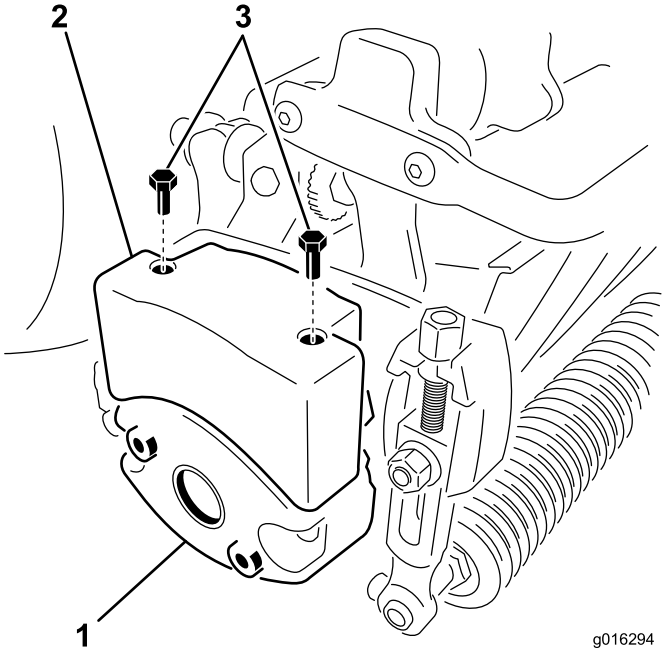

Figuur 11
4. Verwijder de 2 bouten waarmee het gewicht aan de zijkant van het maaidek is gemonteerd (Figuur 11).
6. Monteer een bovengewicht op het gewicht van de maaieenheid met 2 inbusschroeven (Figuur 11).